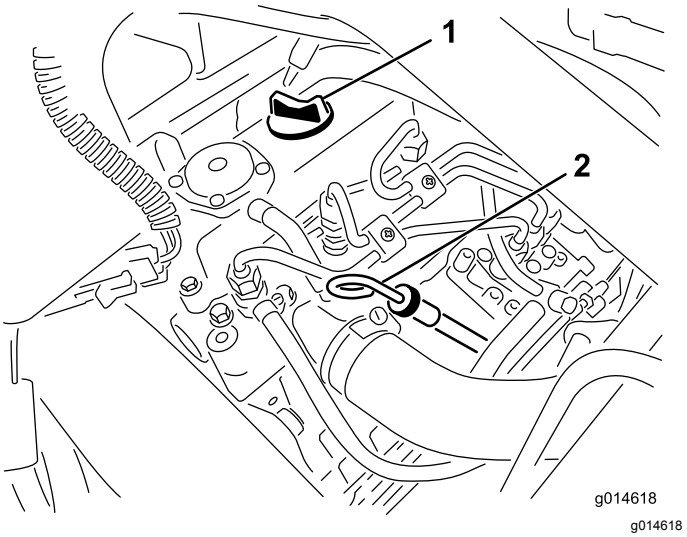

Figur 25
2. Ta ut peilestaven og tørk den med en ren fille (Figur 25).